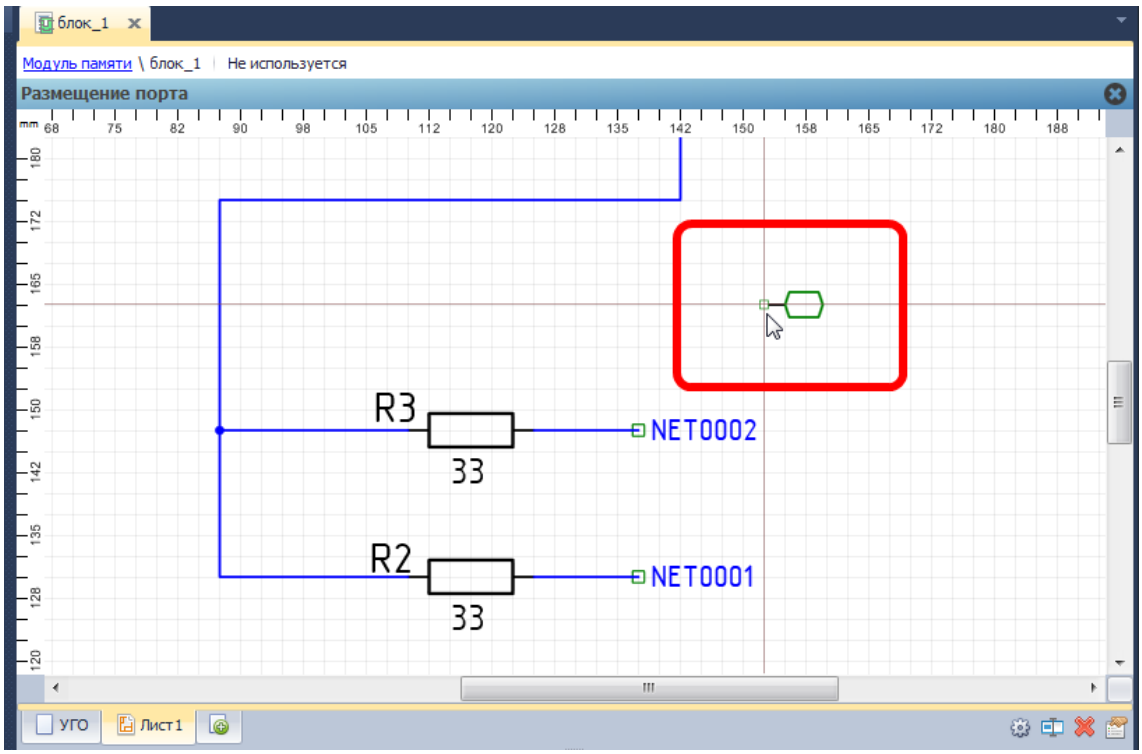

Рис. 578. Размещение блочного порта на схеме блока
4. Нажать кнопку «ОК», расположенную в нижней правой части окна и выбрать на схеме блока место, в котором следует разместить порт, см. Рис. 578. При перемещении курсора по схеме отображается возможный вид размещаемого порта.